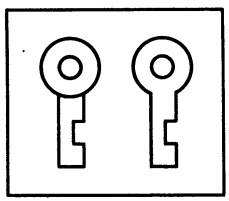

Рис. 151
44. Попробуйте сообразить, какое из этих изображений является проекцией ключа, а какое — проекцией отверстия замка (рис. 151). И еще: можно ли ключ вставить в отверстие замка?